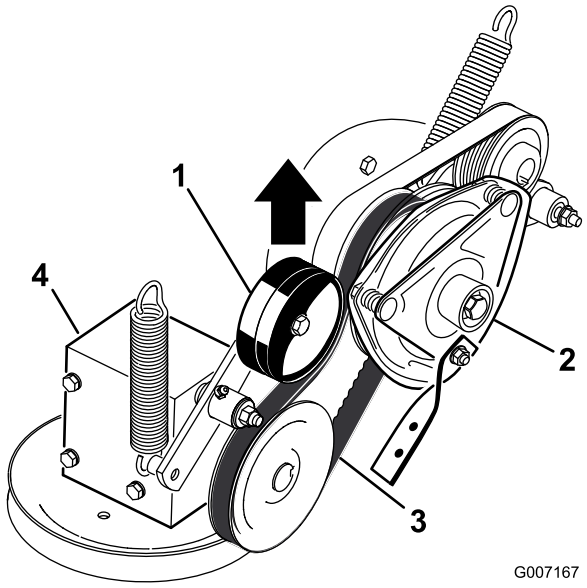

**Figuur 61**
4. Trek aan de veerbelaste spanpoelie voor de aandrijfriem van de aftakas en verwijder de riem van de poelie van de koppeling (Figuur 61).
16. Trek aan de veerbelaste spanpoelie voor de aandrijfriem van de aftakas en monteer deze op de poelie van de koppeling (Figuur 61).